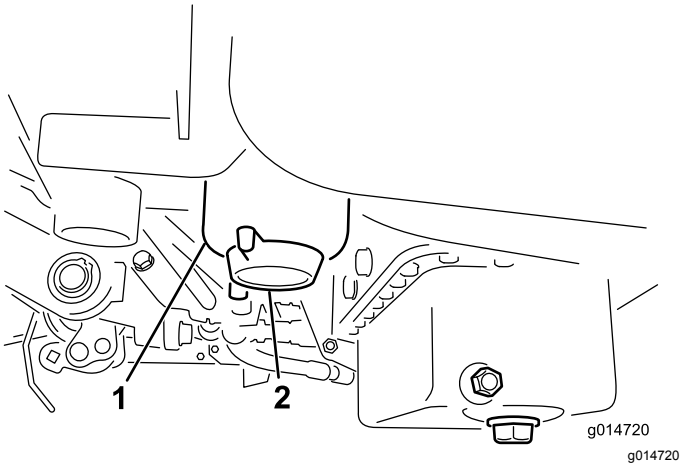

**Figur 30**
2. Rengør området, hvor filterskålen monteres (Figur 30).
4. Åbn filteraftapningsventilen (Figur 30).